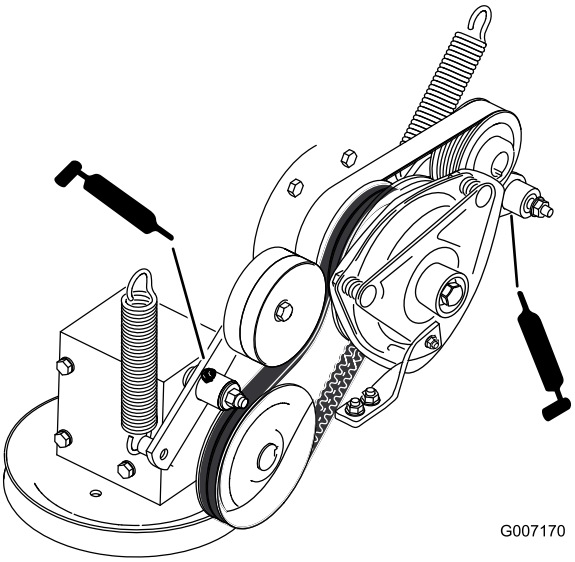

Figur 36
7. Smörj mellandrevsarmen på kraftuttagsdrivremmen (Figur 36).
8. Smörj pumpremmens mellandrevsarm (Figur 36).